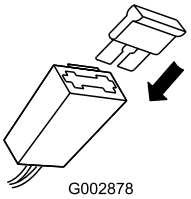

Figur 39
2. Sett sikringen tilbake i holderen (Figur 39).